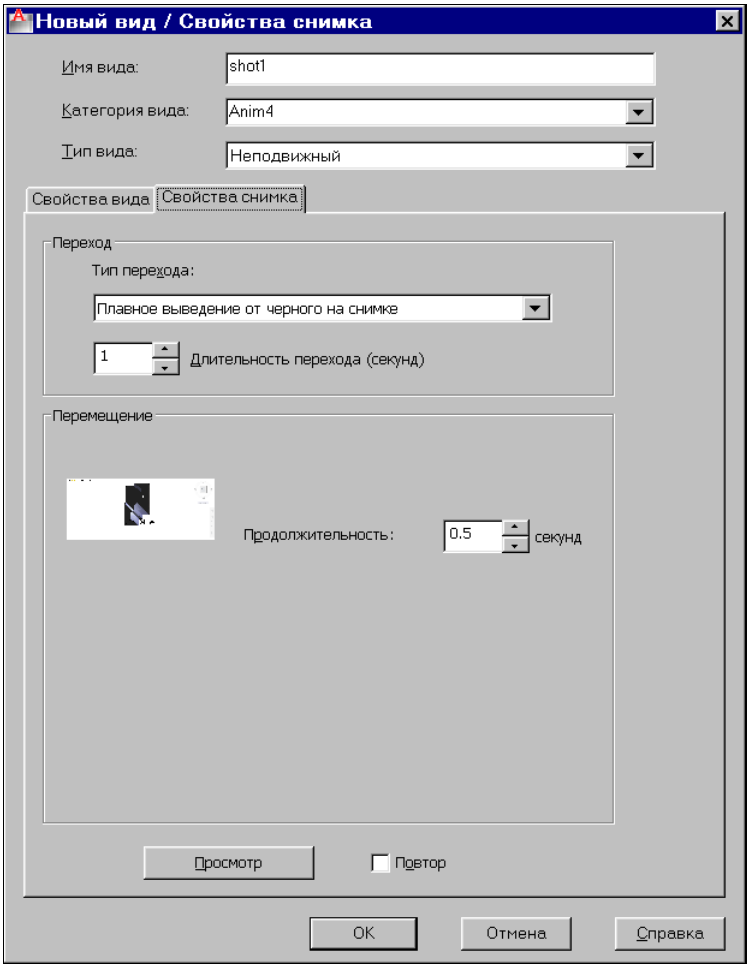

Рис. 11.68. Диалоговое окно **Новый вид / Свойства снимка**, вкладка **Свойства снимка** (тип **Неподвижный**)
Создание анимированного вида (снимка) выполняется на вкладке **Свойства снимка** (Shot Properties) диалогового окна **Новый вид / Свойства снимка** (New View / Shot Properties) (рис. 11.68), открываемого командой НОВВИД (NEWVIEW).
Структура области **Перемещение** (Motion) зависит, в первую очередь, от значения параметра **Тип вида** (View type). На рис. 11.68 показан внешний вид вкладки **Свойства снимка** (Shot Properties) для самого простого типа — **Неподвижный** (Still). В этом случае в области **Перемещение** (Motion) необходимо задать только один параметр — **Продолжительность** (Duration), который измеряется в секундах. Для оценки выбранного варианта дополнительной анимации снимка используется кнопка **Просмотр** (Preview). Если одного просмотра мало, то можно, перед нажатием кнопки **Просмотр** (Preview), включить флажок **Повтор** (Loop). Тогда процедура просмотра будет циклически повторяться, пока пользователь не нажмет клавишу <Esc>.
- — вызов диалогового окна создания нового снимка (см. рис. 11.68);